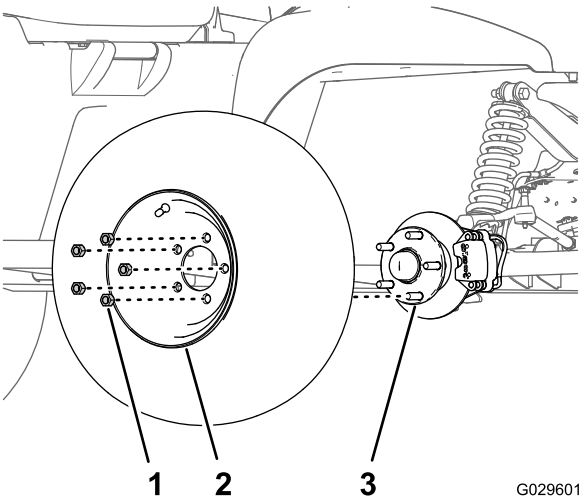

Figuur 28
2. Verwijder de 5 wielmoeren waarmee het wiel aan de naaf bevestigd is (Figuur 28).
4. Lijn de gaten in het wiel uit met de bouten van de naaf en monteer het wiel op de naaf met het ventiel naar buiten gericht (Figuur 28).
5. Bevestig het wiel aan de naaf met de wielmoeren (Figuur 28) en draai de moeren vast met een torsie van 108 tot 122 N·m.